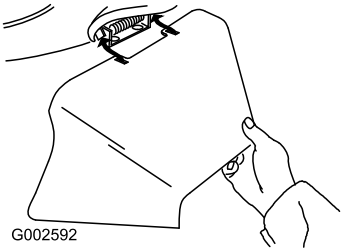

Figur 28
3. Monter sideutslippssjakten og lukk luken på sjakten (Figur 28).